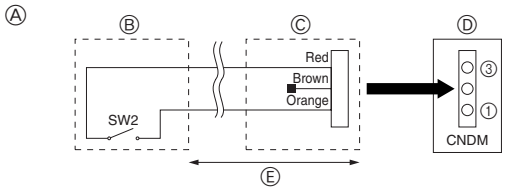

Fig. 8-2
8.2. İstek fonksiyonu (yerinde değişiklik) (Fig. 8-2)